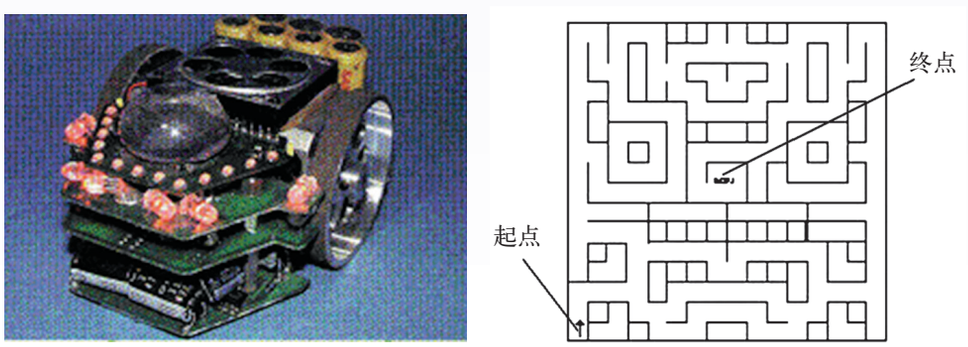

图 1.20　机器鼠及行进迷宫
2. 机器鼠比赛：机器鼠比赛属于单机器人表演赛，早先是让机器鼠穿越迷宫，耗时最短者获胜，后来的比赛又增加了机器鼠巡线和机器鼠操作两个项目。它是最早的机器人赛事之一，并迅速在世界范围内普及（图 1.20）。